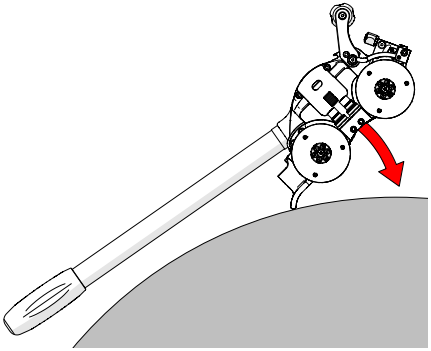

Fig. 208 - Pivot on pry point towards scan surface
7. With a firm grip on the manipulation handle, slowly lower the wheels of the crawler *(Fig. 208)* towards the inspection surface until all four wheels contact the surface.